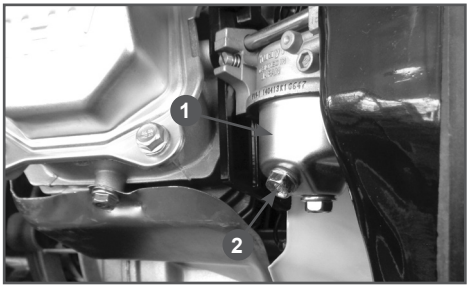

Рис. 21 Слив топлива из карбюратора
3. Открутите болт 2 на карбюраторе 1 (Рис. 21) и слейте топливо из поплавковой камеры в подготовленную для этого емкость.
2. Слейте топливо из карбюратора (Рис. 21).